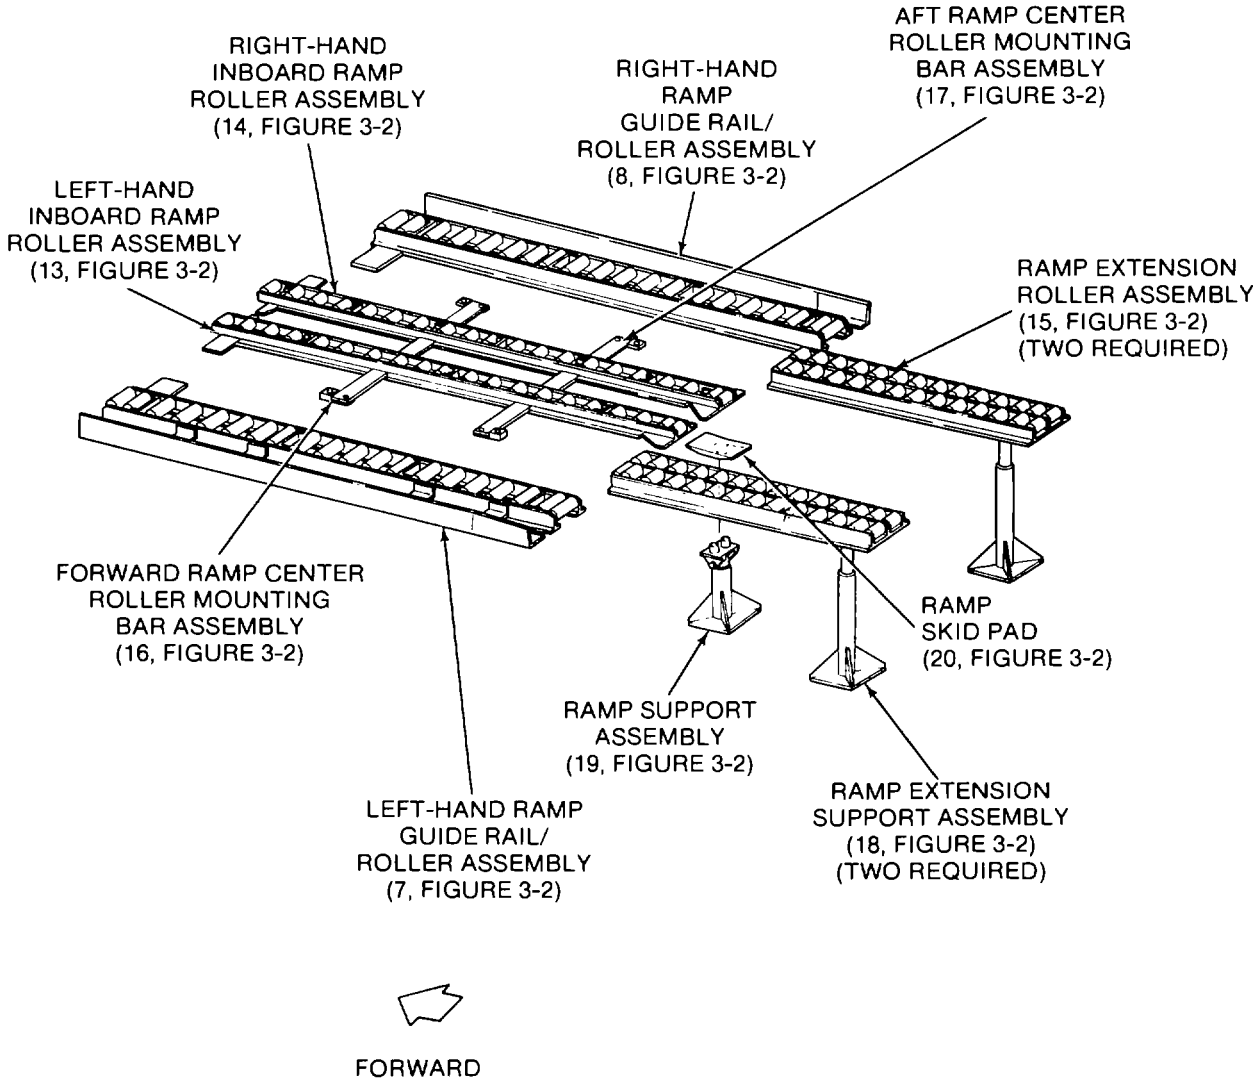

**Figure 2-16. System Components Installed on Ramp**
**Figure 2-16 illustrates the system components and the ramp extension components to be installed on the helicopter ramp. Also, refer to Figure 2-17, 2-18 and 2-19 for locations to install the bolts removed during aircraft preparation (para 2-9), securing these components.**